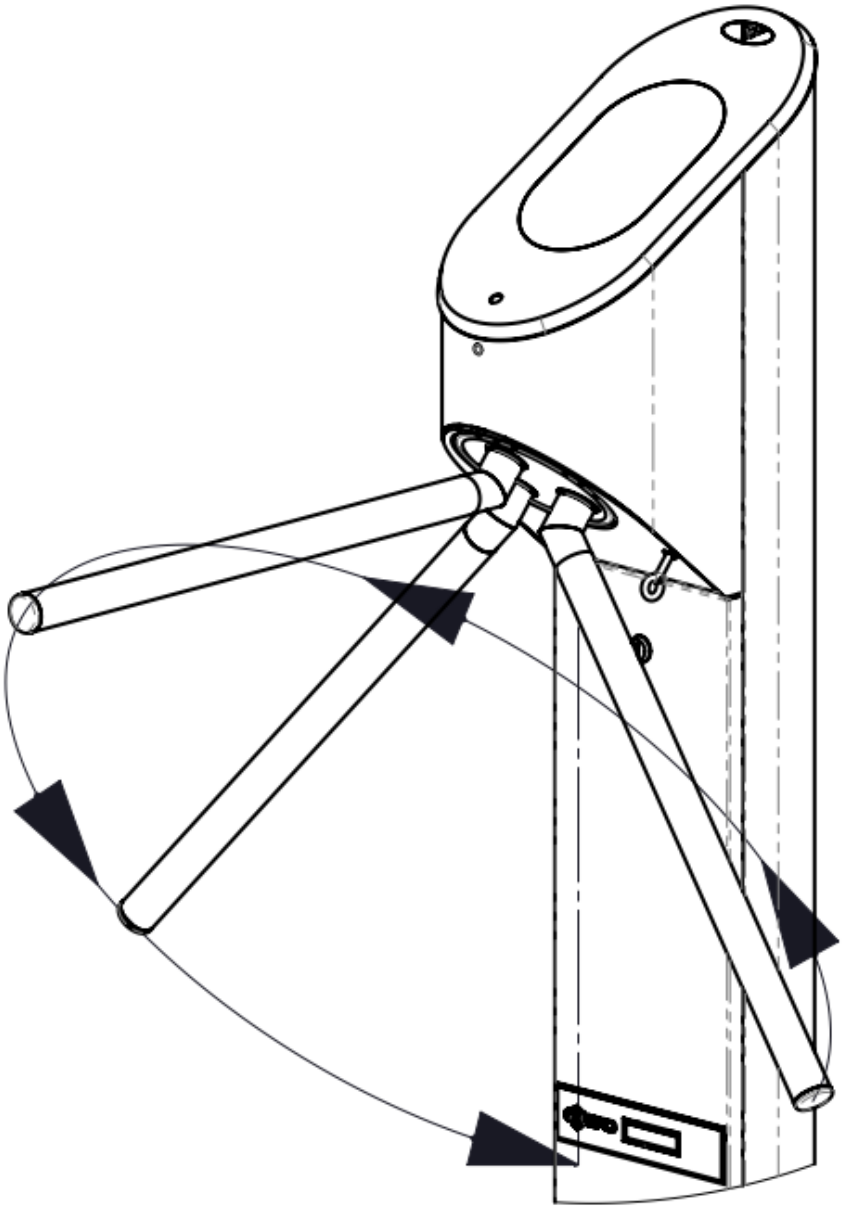

Рисунок 7 – Провернуть «узел преграждающих планок» на ¾ оборота и сложить планки.
3) Удерживая ключ в нажатом состоянии, провернуть «узел преграждающих планок» на ¾ оборота (рисунок 7).Каждая преграждающая планка, проходя, через нижнюю точку вращения – разблокируется и остается в нижнем, вертикальном положении. Когда три преграждающие планки окажутся в нижнем вертикальном положении- проход через турникет будет свободным.